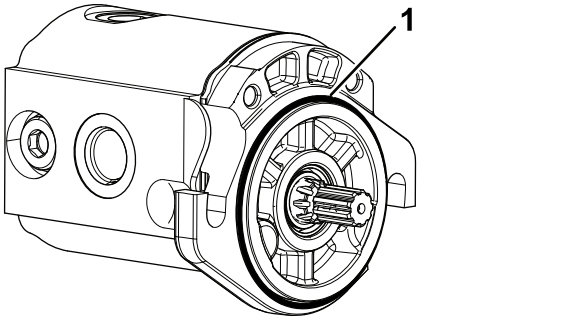

Figure 7
5. Install the O-ring on the reel motor (Figure 7).